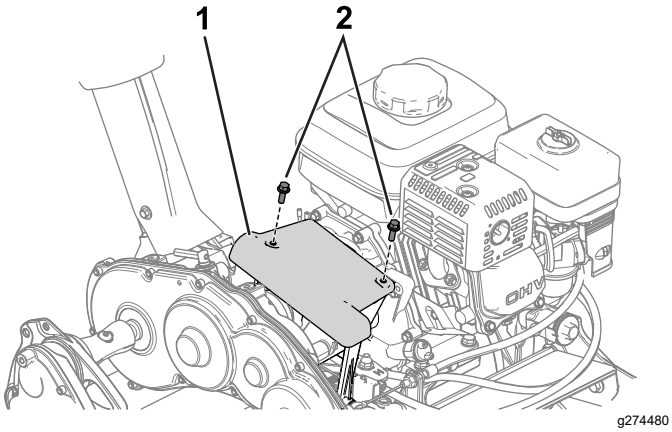

**Figuur 29**
1. U verkrijgt toegang tot de frictieschijf en de drukplaat door de kap van de koppeling te verwijderen (Figuur 29).